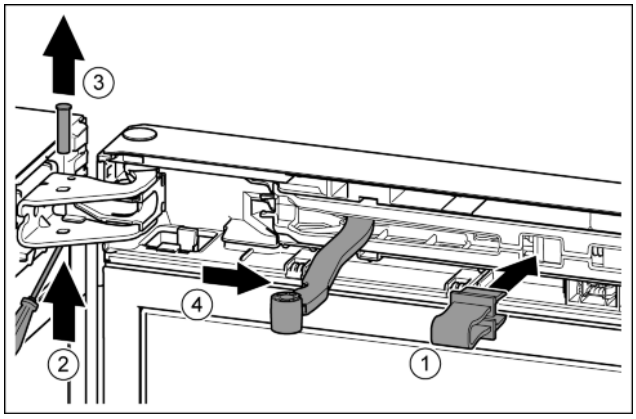

Fig. 13
▶ Pojistku zaklesněte do otvoru. *Fig. 13 (1)*
▶ Šroubovákem T15 vysuňte čep. *Fig. 13 (2)*
▶ Čep vytáhněte nahoru. *Fig. 13 (3)*
▶ Otočte kloub směrem ke dveřím. *Fig. 13 (4)*